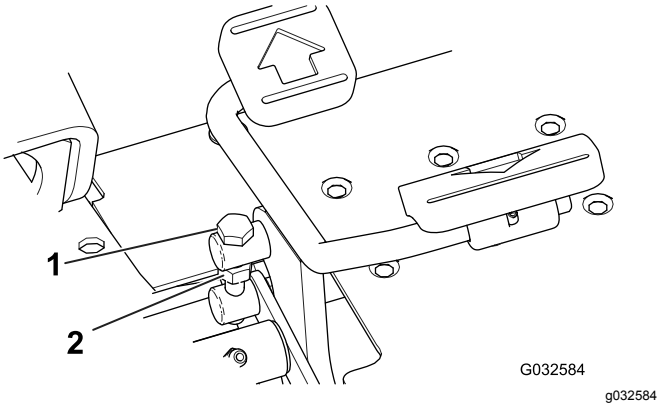

**Figur 45**
1. Lossa kontramuttern på justeringsbulten som sitter på sidan av gaspedalen (Figur 45).